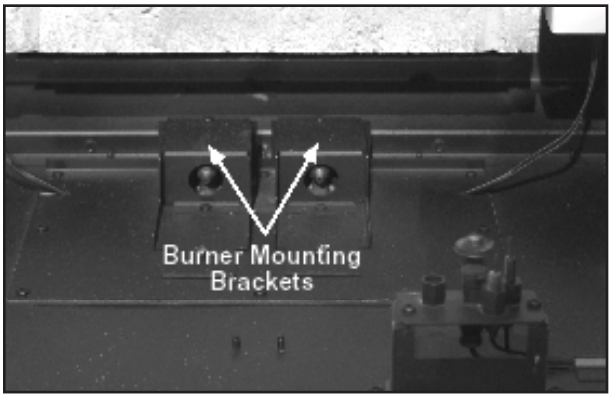

Figure 68: Burner Mounting Brackets.
2. In the bottom rear of the firebox there are two (2) gas orifices in a housing that facilitate the air shutter mechanisms and the Burner Mounting Brackets are above them (See Figure 68). There are two (2) mixing tubes underneath the back of the burner (see Figure 67). Lift the burner into the firebox with the back of the burner tilted downward. Keep the burner high enough at the front to clear the pilot assembly. Line up the mixing tubes with the holes in the burner mounting brackets and slowly lower the front of the burner over the pilot assembly (see Figure 69).
1. In the bottom rear of the firebox there are two (2) gas orifices in a housing that facilitate the air shutter mechanisms and the Burner Mounting Brackets are above them (See Figure 68). There are two (2) mixing tubes underneath the back of the burner (see Figure 85). Lift the burner into the firebox with the back of the burner tilted downward. Keep the burner high enough at the front to clear the pilot assembly. Line up the mixing tubes with the holes in the burner mounting brackets and slowly lower the front of the burner over the pilot assembly (see Figure 86).